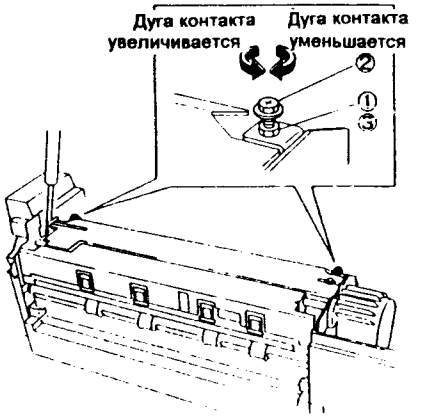

Рис. 5 NZM-0129
1. (Рис. 5): Отрегулируйте дугу контакта, поворачивая передний и задний регулировочные винты.
①. Ослабьте контргайку.
②. Поверните регулировочный винт.
③. Затяните контргайку.